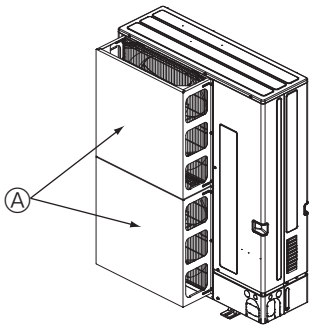

Fig. 2-3
② Install an optional wind if the unit is installed in a location where strong winds from a typhoon, etc. may directly enter the air outlet. (Fig. 2-3)